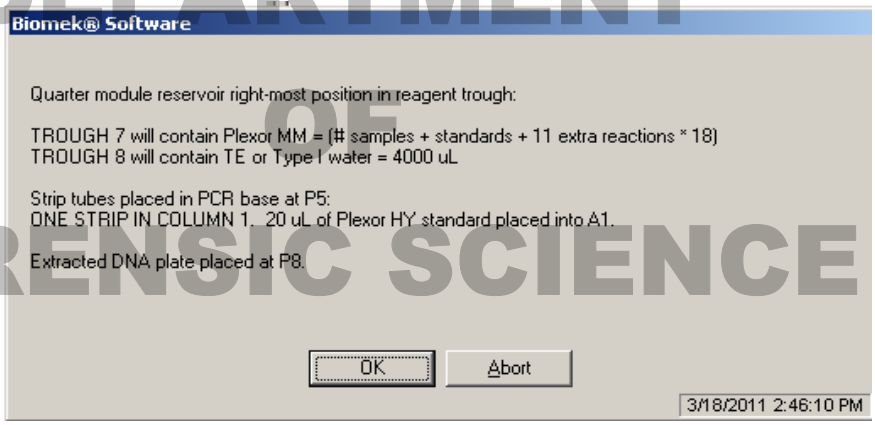
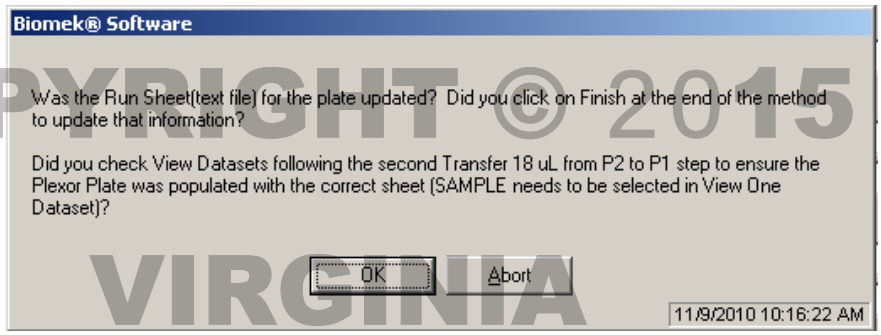

Figure 12. Placing Plexor® HY mastermix and Type I water into the appropriate troughs and the Plexor HY standard into the strip tubes.
Figure 13. Check the View Datasets to ensure that the run specific Run Sheet was imported into the method.
4.2.3.8 After responding to the prompt in Figure 11, the prompt in Figure 12 will pop up directing the user as to where to place the Plexor® HY System mastermix and the Type I water.
4.2.3.11 Continuing to follow the directions in Figure 13, remove the Plexor HY standard from the 4ºC refrigerator and vortex on high briefly before dispensing 20 µL of the standard into one tube of a strip of amplification tubes. It must be dispensed into an end tube with no bubbles in the bottom of the tube and the strip placed into a black PCR support base in the first column with the tube containing the standard in the A (top) row. Once this is completed, as well as the previous step, click OK for the prompt shown in Figure 12.
4.2.3.12 Another prompt will come up asking if you verified that the Run Sheet has been properly imported into the method, shown in Figure 13.